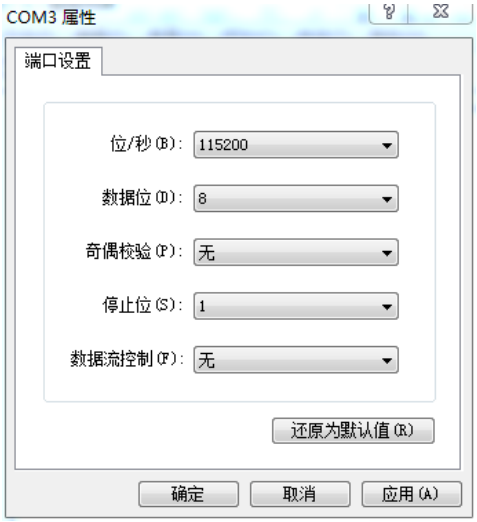

图3. COM 端口属性
4. 按 1 并使用 YMODEM 协议来下载应用程序（如图 3 所示）。